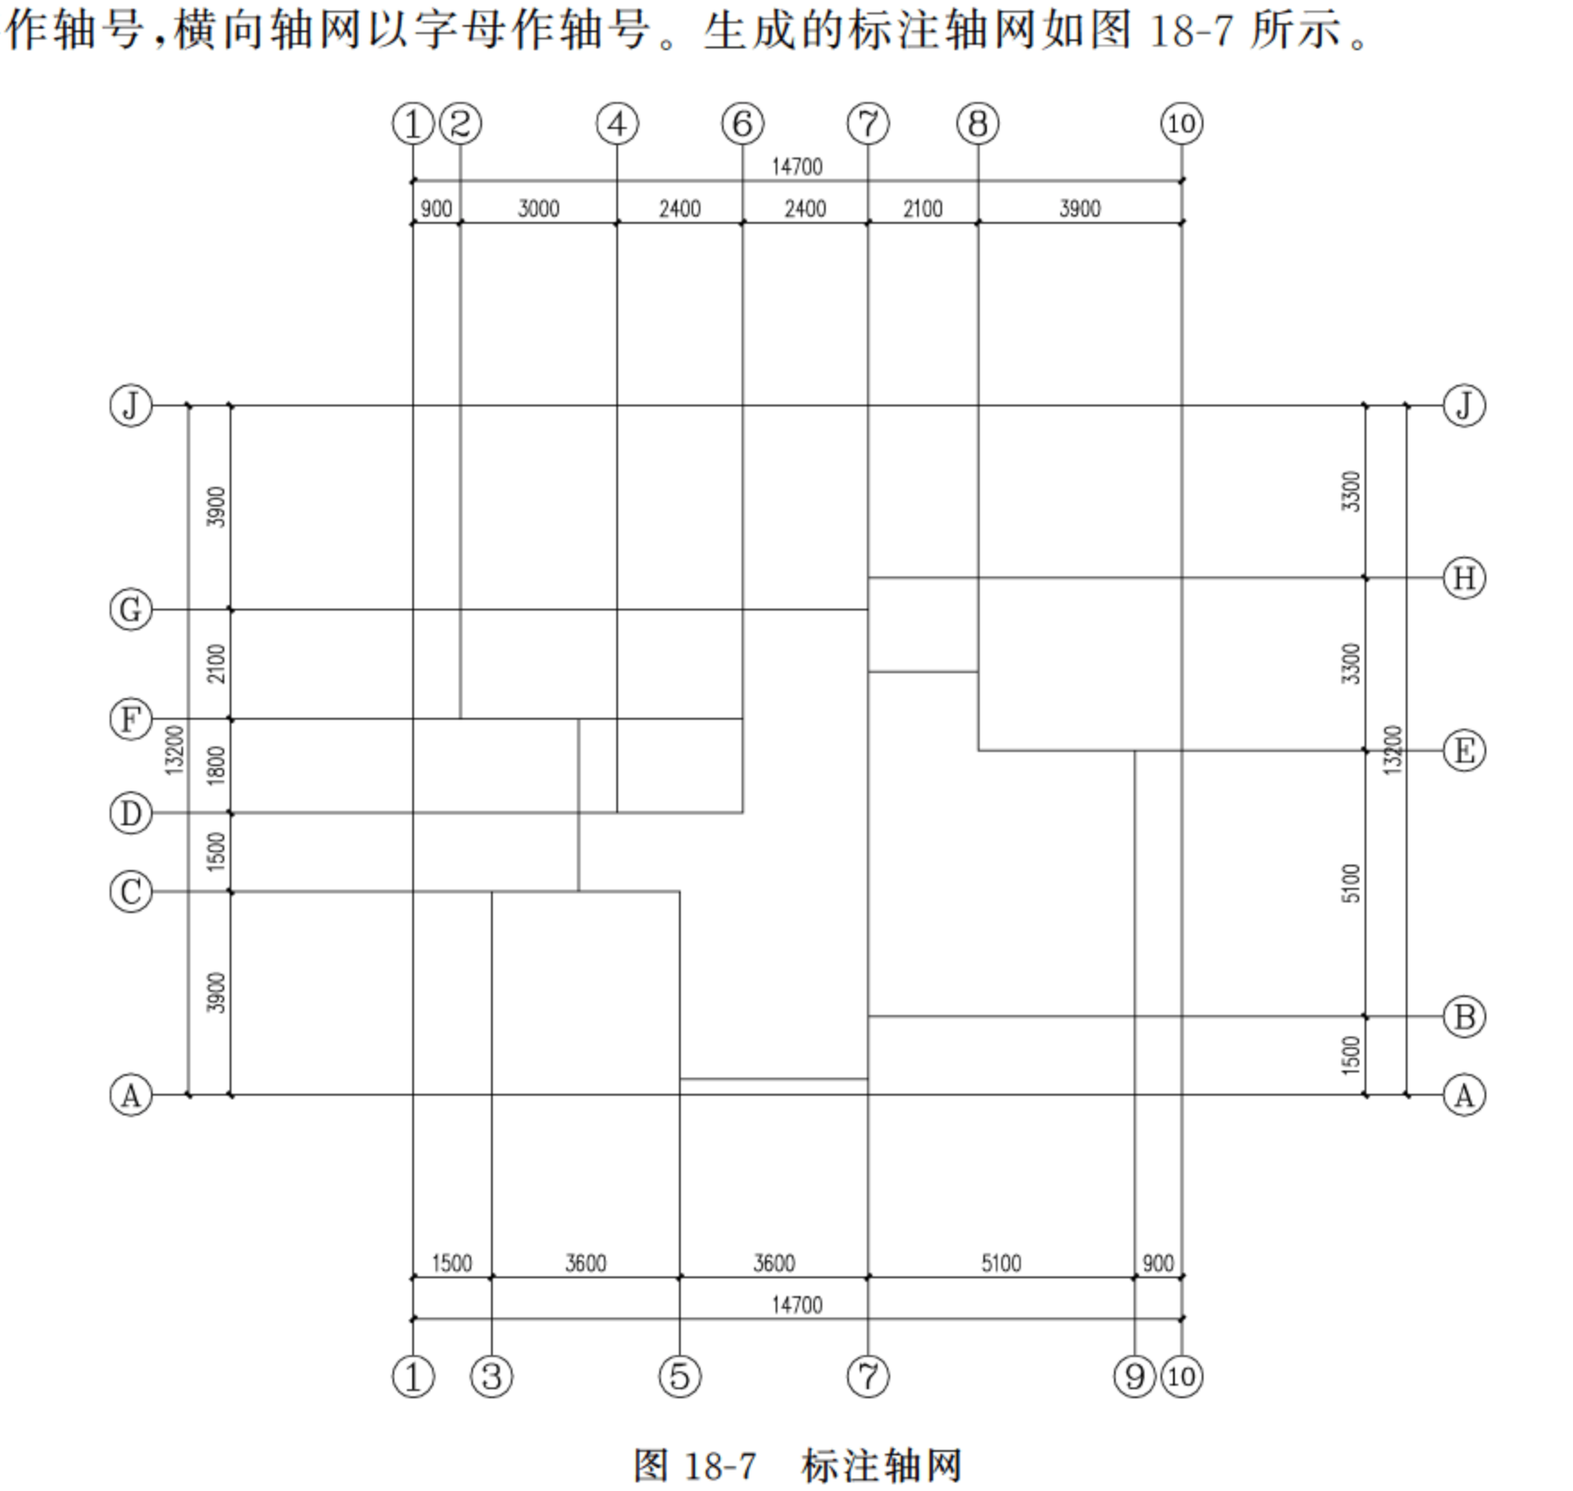

图 18-7　标注轴网
本图的轴号可以用“两点轴标”命令实现。“两点轴标”命令可以自动将纵向轴线以数字作轴号,横向轴网以字母作轴号。生成的标注轴网如图 18-7 所示。
(2) 单击菜单中的“轴网柱子”→“轴网标注”命令，在对话框中输入“起始轴号”为 A，在对话框中选择标注“双侧轴标”，在图中选择从下至上纵向轴线两侧的轴线，如图 18-7 所示。